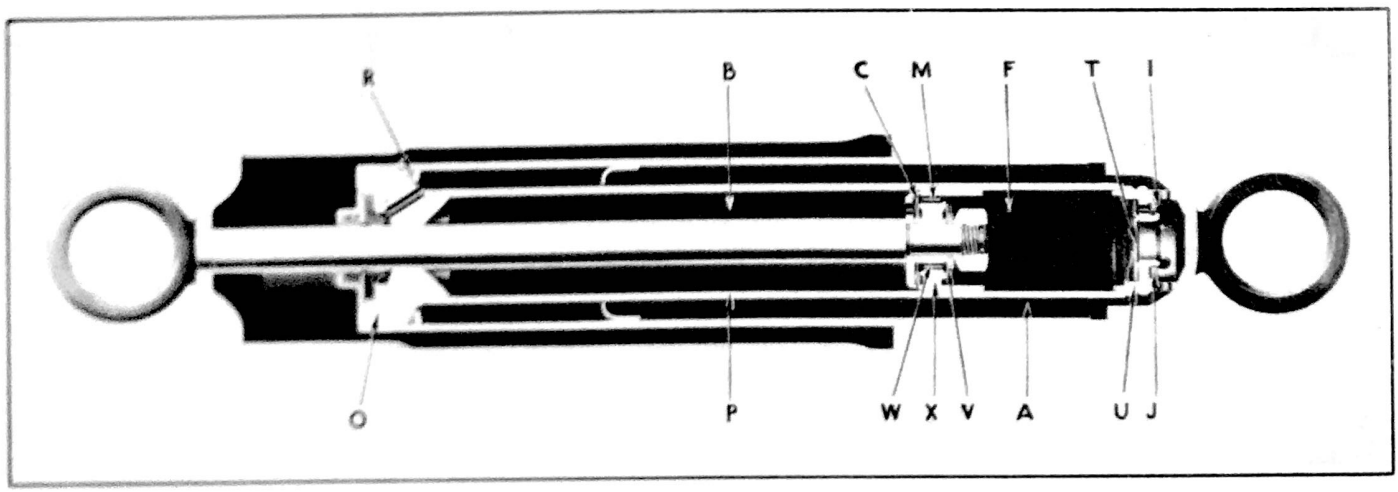

Figure 338 - Delco Shock Absorber Sectional View
SHOCK ABSORBER COMPRESSION STROKE. When the car spring is being compressed, the piston (X), Fig. 338, moves toward the lower end of the cylinder. Fluid is forced through the holes (M) in the piston, lifting intake valve plate (C) and entering the upper chamber (B). The volume of fluid thus displaced by the piston is forced out of the lower chamber (F) through compression valve (U) and into the surrounding reservoir (A). As this opening is below the level of the fluid in the reservoir, no emulsion of air and fluid can be formed. The resistance to the vehicle spring travel is determined by the orifice in the valve disc and in the spring tension of the spring discs (J).
REBOUND STROKE. When the car spring rebounds, the resistance is instantly effective. As the piston (X), Fig. 338, is pulled up, the fluid in the upper chamber (B) is forced through the slot in valve
The action of this valve allows the fluid to pass into the lower chamber (D). Fig. 338. Since the piston is moving out of the inner chamber, the added displacement is compensated by a return flow of fluid drawn into the lower chamber from the surrounding reservoir (A) through compression valve (U). The valve plate (T) is lifted off its seat in this operation allowing the fluid to fill the inner chamber (D).
Remove the rubber gasket at the top of the reservoir tube (A), Fig. 338. Discard this gasket and always use a new one when rebuilding.
Open the compression valve (U), Fig. 338, by pressing it inward and drain all fluid from the inner chamber.